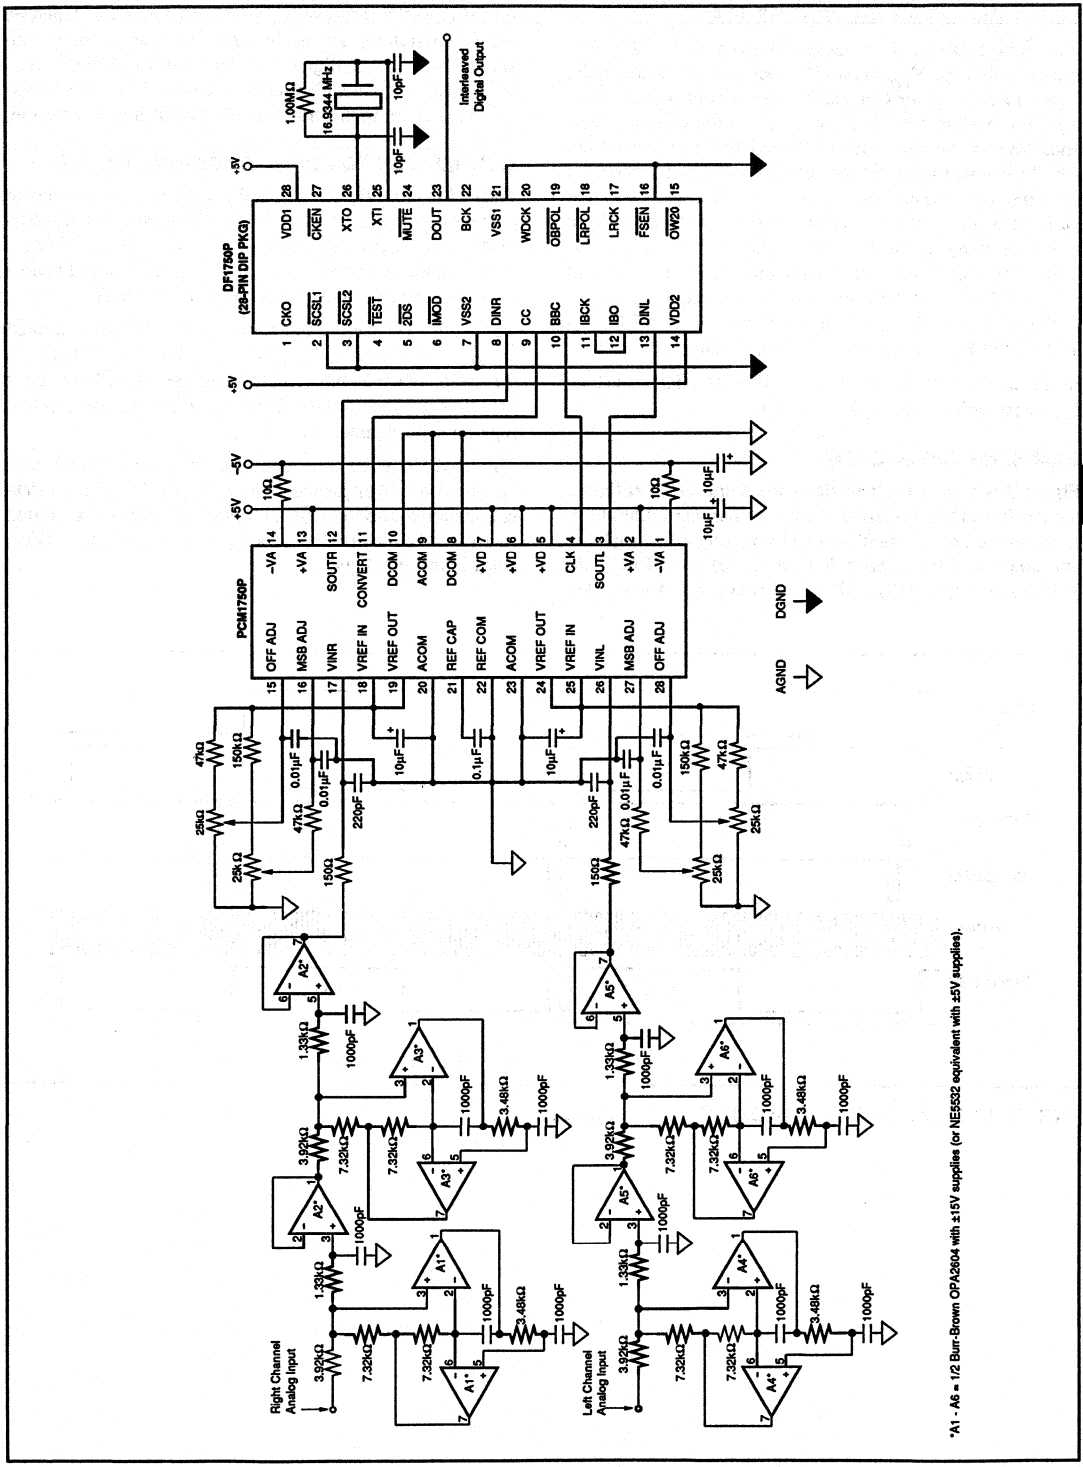

FIGURE 9. Complete Sampling A/D Circuit with Anti-aliasing and Digital Filter, (44.1kHz output data rate).
To prevent unwanted input signals from being aliased into the passband of the converter, it is necessary to suppress all out of band signals above 1/2 the sampling frequency of the ADC by using a low-pass filter. The requirement for an anti-aliasing filter, however, can be reduced by using oversampling techniques. By raising the sample rate of the converter by a factor of 2 or even 4, the roll off of the anti-aliasing filter can be reduced. In Figure 9, a 6th order, linear-phase, anti-aliasing filter is implemented using low-cost dual audio op amps. This filter will suppress frequencies above 96kHz by 80dB. For many applications a 4th or 2nd order anti-aliasing filter will be adequate when using the PCM1750 in the 4X oversampling mode.
Figure 9 is a partial schematic of the demonstration fixture for the PCM1750 (orderable by model number DEM1133). It shows the implementation of (1) a 6th order, linear-phase, anti-aliasing filter (22kHz low-pass); (2) the PCM1750P A/D converter; and (3) a 4X digital decimation filter called the DF1750P. Not shown on this schematic, but included on the demo fixture, are latched parallel data outputs with strobe and a serial digital interface format (SPDIF) data transmitter. Also included on the DEM1133 are user breadboard areas for application specific circuit implementation.